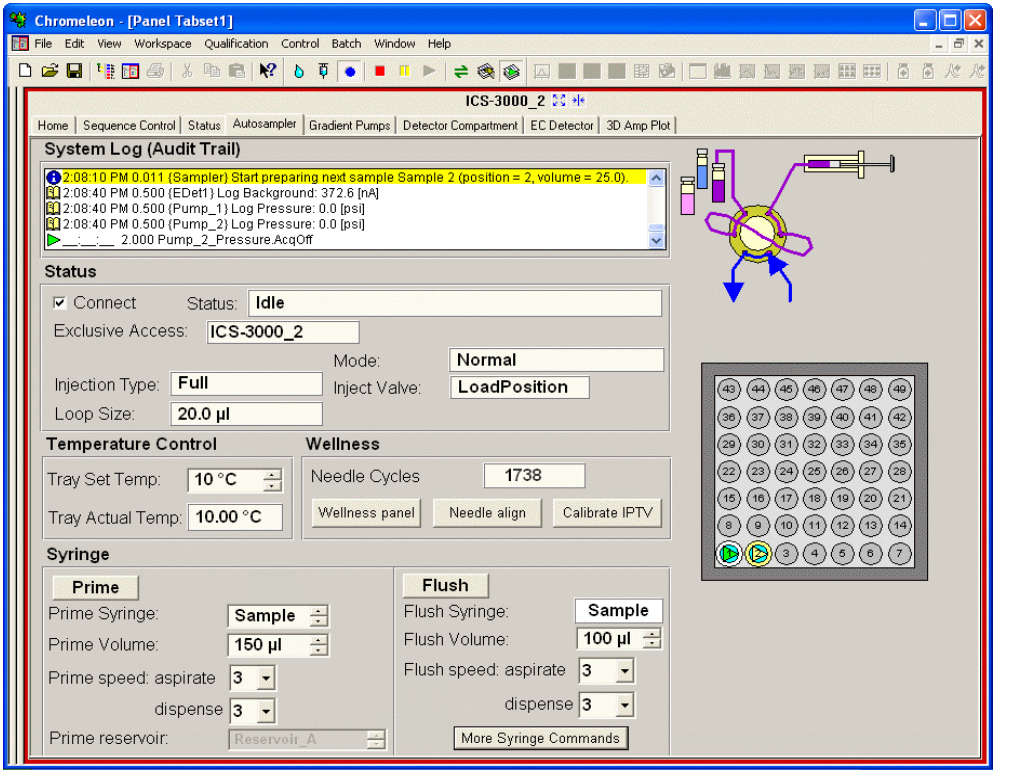

Figure 5-24. Example AS Control Panel
2. Select the **Autosampler** tab to open the AS Control panel (see Figure 5-24).